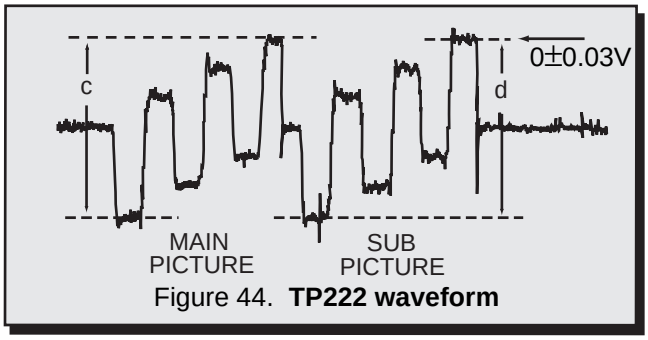

Figure 44. **TP222 waveform**
4. In Serviceman Mode, adjust “UVDRV” data so that the amplitude “d” is same level as “c”, within 0±0.03V. (See Fig. 44)